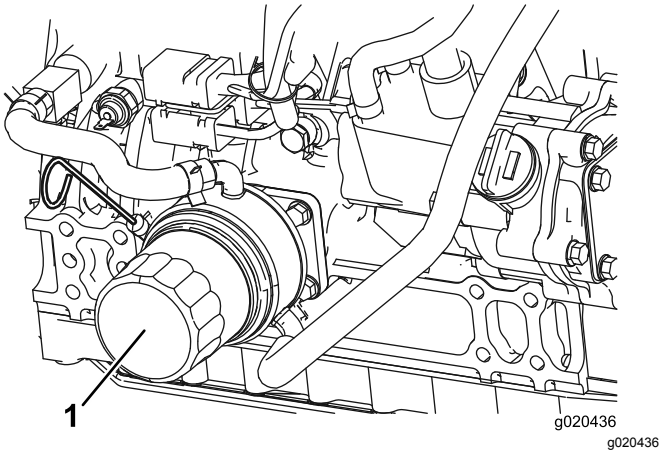

Figur 55
2. Avlägsna oljefiltret (Figur 55).